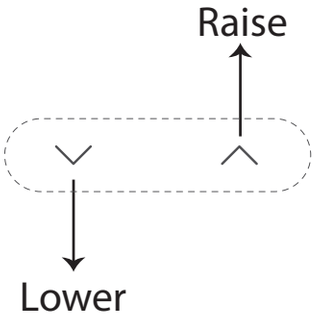

Fig. 15 — Up or Down Arrows (Lower and Raise)
1. Press the **UP** or **DOWN** arrow (Lower or Raise (see Fig.15)) to set the room temperature.